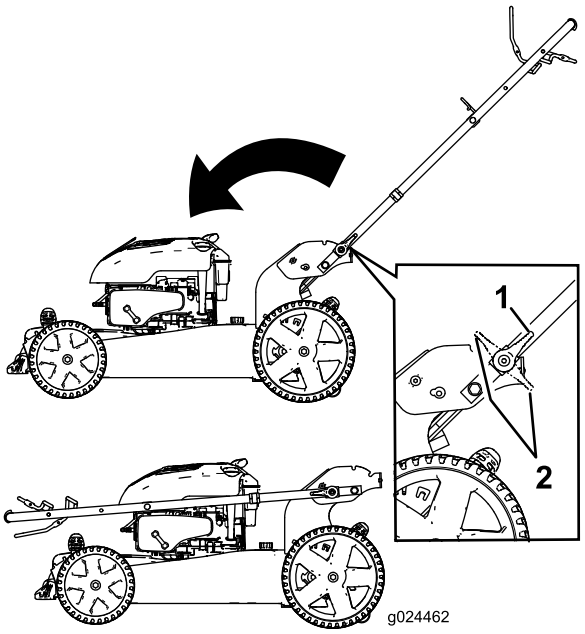

Figur 18
3. Deaktiver håndtakslåsene (Figur 18).
4. Fold håndtaket helt fram (Figur 18).